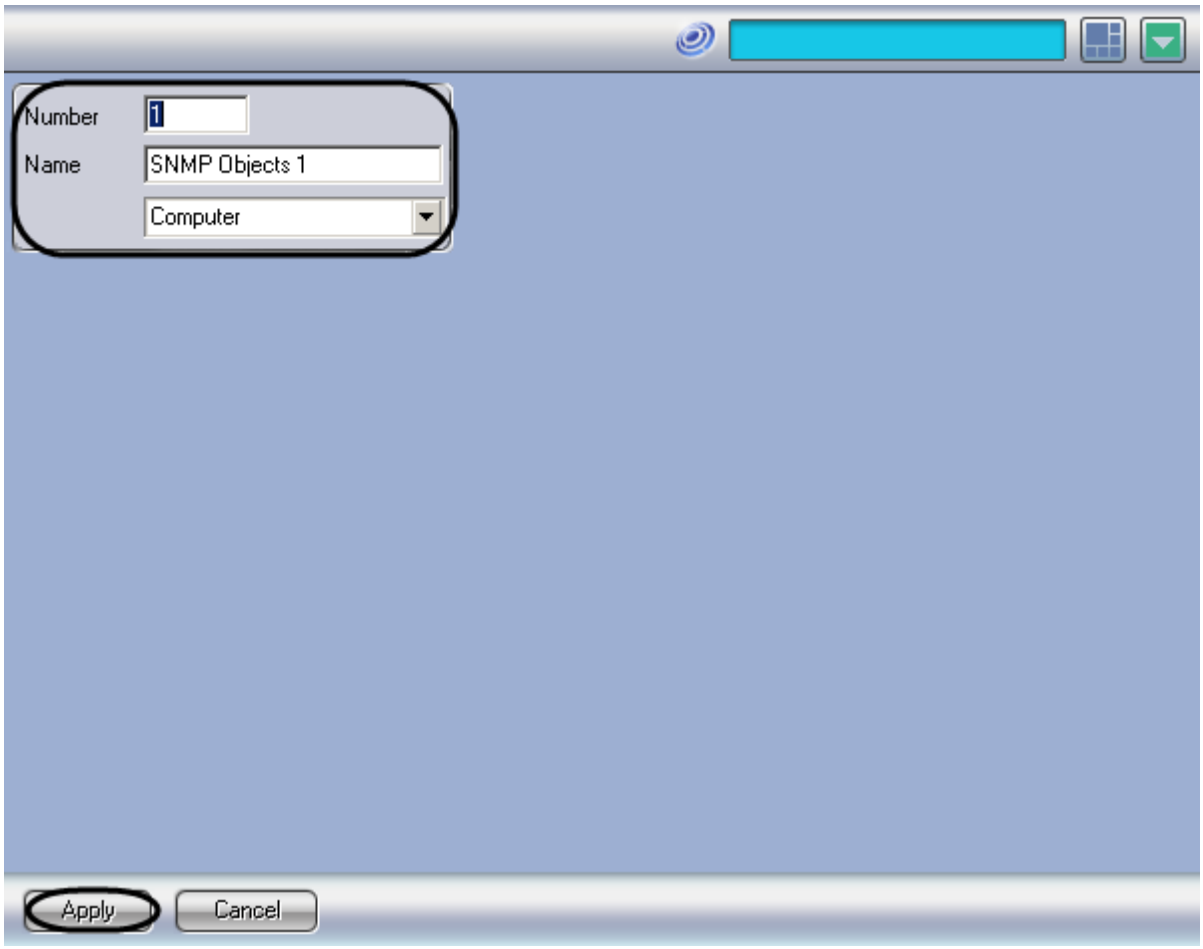

Figure 8.11-2. Setting the number and name of «SNMP objects» object
3. Set the number and name of the object «SNMP objects» and then click Apply (Figure 8.11-2).